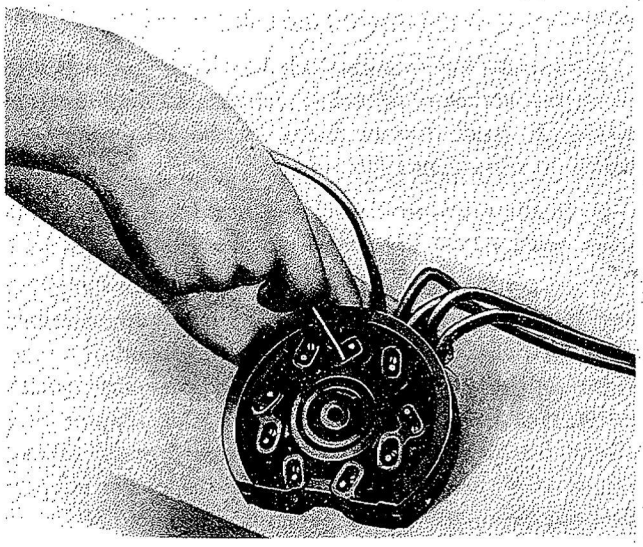

Figure 224—Attaching Ignition Wire in Distributor Block
n. Apply a thin coating of Dow Corning Compound No. 4 on the surface of each ignition cable for a distance equivalent to the depths of the respective terminal wells in the distributor blocks. Insert the ignition cables numerically in their respective positions in the distributor blocks. Insert and tighten the piercing screws which secure the wires in the blocks. Refer to Figure 224. Remove any excess compound with a clean lintless cloth. Install the magneto block covers,
s. After the ignition manifold assembly is complete, check each wire for proper location, leaks and faulty insulation with a portable magneto. Refer to Figure 224 for proper location of the wires. Install bakelite contact protectors on each spark plug elbow and secure by means of the spark plug attaching nut.